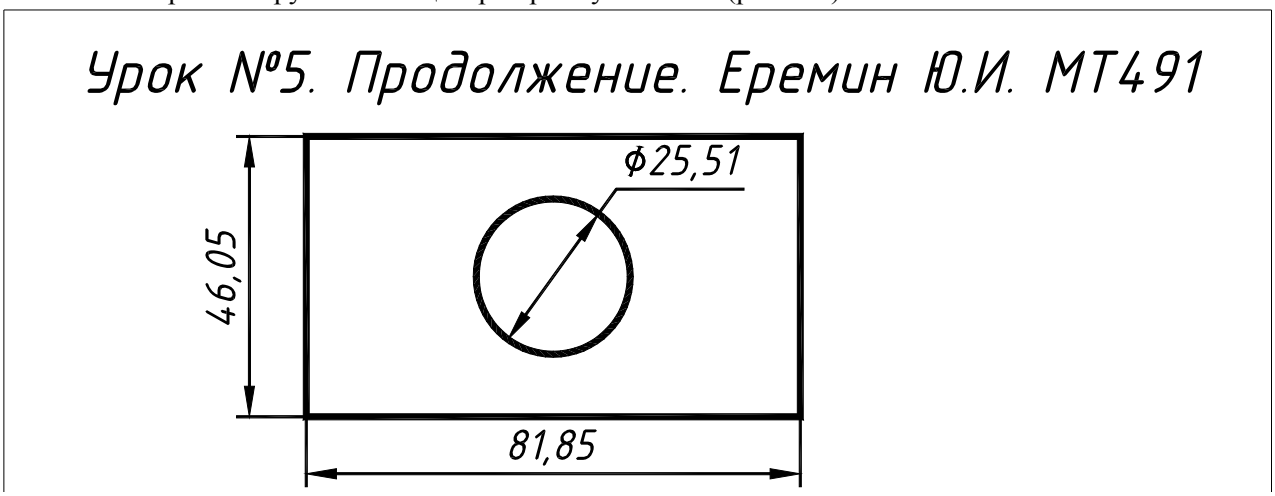

Рис. 6.3. Окружность в центре прямоугольника
6.2.3. Начертить окружность в центре прямоугольника (рис. 6.3).